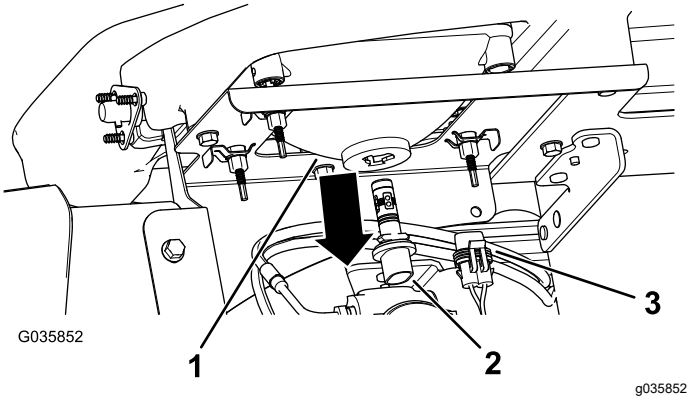

Figur 44
3. Koppla loss kablagets elektriska anslutning från lampans kontakt på baksidan av lamphuset (Figur 44).
4. Vrid lampenheten en kvarts varv motsols och dra den bakåt, ut ur lamphuset (Figur 44).
5. Sätt i den nya lampenheten och lamphuset och passa in flikarna på lampenheten efter skårorna i lamphuset (Figur 44).
6. Fäst lampenheten genom att vrida den ett kvarts varv medsols (Figur 44).
7. Anslut kablagets elektriska anslutning till den nya lampenhetens kontakt (Figur 44).